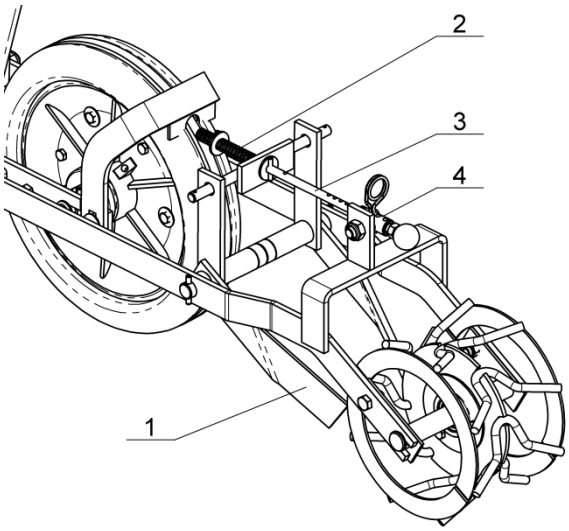

Rys.23. Zagarniacze z trzpieniem regulacyjną
Ramiona zagarniaczy (poz.1.rys.23) są dociskane do gleby za pomocą sprężyny (2) osadzonej na trzpieniu regulacyjnym (3). Głębokość pracy zagarniaczy reguluje się ustawieniem trzpienia w obejmie mocującej (4).